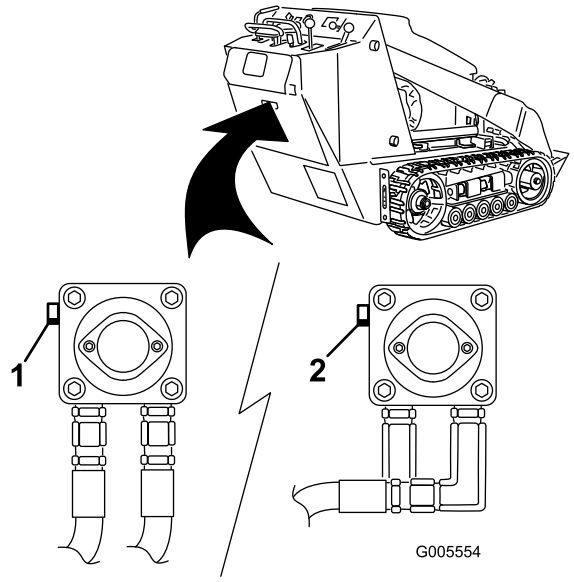

Figur 18
3. Använd en skruvnyckel och vrid bogserventilerna på hydraulpumparna två varv motsols (Figur 18).